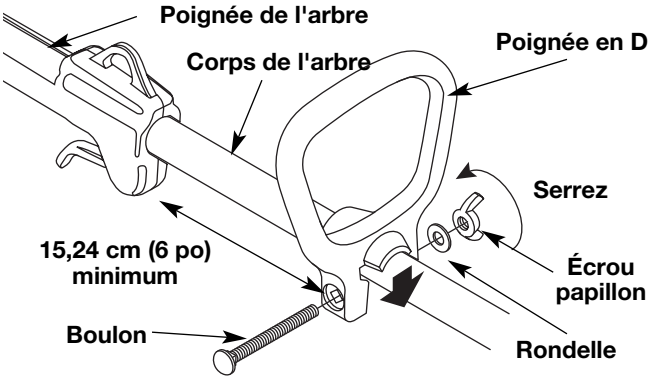

Fig. 1
1. Enfoncez la poignée en D sur le corps de l'arbre afin de l'incliner vers la prise de l'arbre (Fig. 1). Le trou de boulon carré de la poignée se trouve à droite.